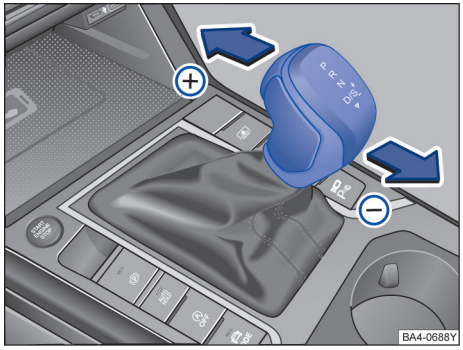

图 120 换挡杆在 Tiptronic 手动电控换挡程序位置上
– 向前 ⊕ 或向后 ⊖ 短促按压换挡杆，即可换高挡或降挡→ 图 120。